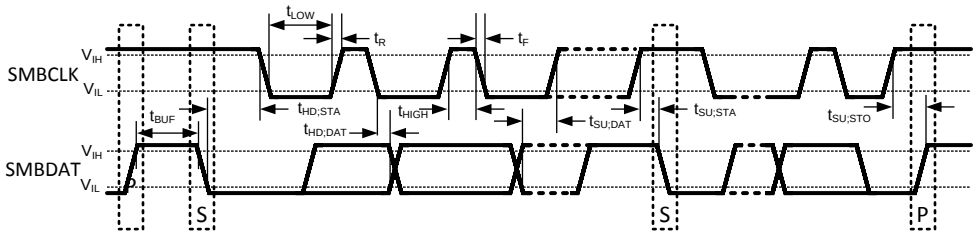

Figure 2. SMBus Communication
(1) Absolute Maximum Ratings indicate limits beyond which damage to the device may occur. Operating Ratings indicate conditions for which the device is ensured to be functional, but do not ensure specific performance limits. For ensured specifications and test conditions, see the Electrical Characteristics. The ensured specifications apply only for the test conditions listed. Some performance characteristics may degrade when the device is not operated under the listed test conditions. Operation of the device beyond the maximum Operating Ratings is not recommended.
(2) When the input voltage (V_I) at any pin exceeds the power supplies (V_I < GND or V_I > V_{DD}), the current at that pin should be limited to 5 mA. Parasitic components and or ESD protection circuitry are shown in Figure 2 and Table 1 for the LM95241's pins. Care should be taken not to forward bias the parasitic diode, D1, present on pins: D1+, D2+, D1−, D2−. Doing so by more than 50 mV may corrupt the temperature measurements.
(3) Thermal resistance junction-to-ambient when attached to a printed circuit board with 1oz. foil and no air flow: